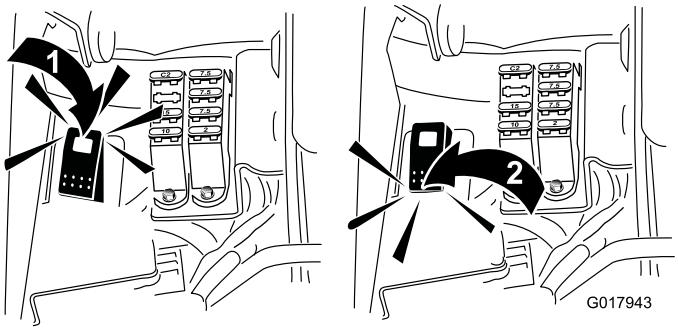

Figur 51
5. För slipningsbrytaren till bakåtläget (R) (Figur 51).